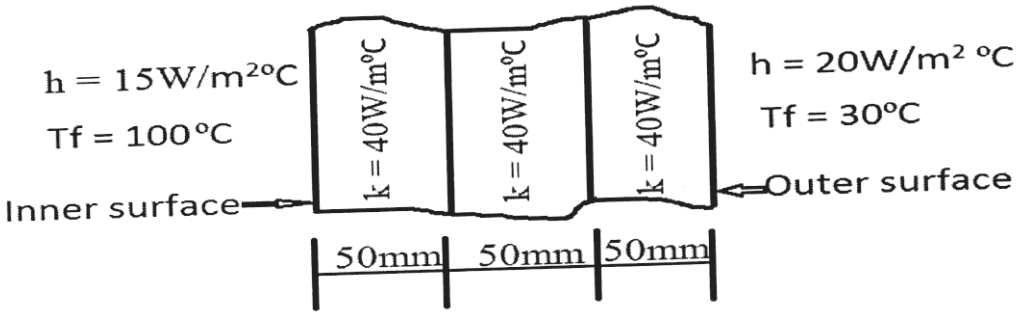

Figure 4
b) A Composite wall as shown in figure 4, find the temperature at inner surface, outer surface and interfaces. **[10]**